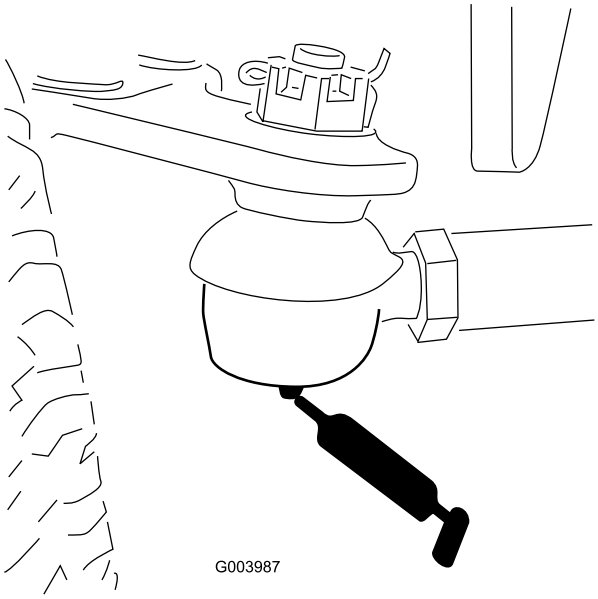

Figur 68
- Bakaxelns dragstång (2) (Figur 68)